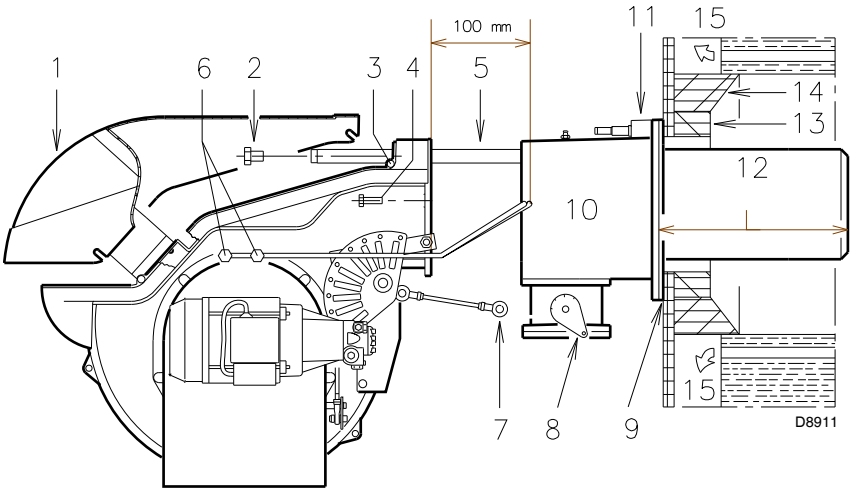
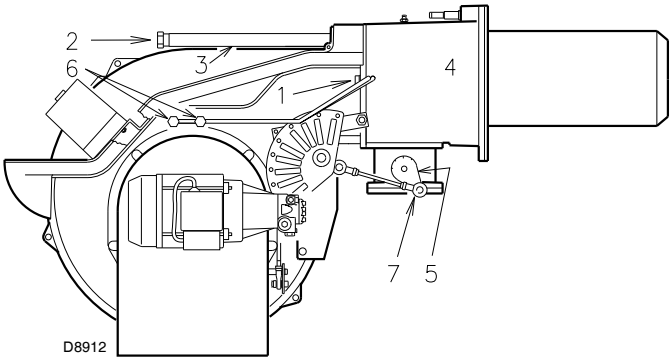

Fig. 10
Fig. 15
For boilers with front flue passes 15)(Fig. 10) or flame inversion chambers, protective fettling in refractory material 13) must be inserted between the boiler fettling 14) and the blast tube 12).
For boilers having a water-cooled front the refractory fettling 13)-14)(Fig. 10) is not required unless it is expressly requested by the boiler manufacturer.
- ➤ disconnect the hoses by unscrewing the two connectors 6)(Fig. 10).
- ➤ Refit the burner to the slide bars 3)(Fig. 15) at approximately 100 mm from the sleeve 4) - burner positioned as shown in Fig. 10 at page 16.
- ➤ Insert the ignition electrode cables and then slide the burner up to the sleeve so that it is positioned as shown in Fig. 15.
- ➤ Refit screws 2)(Fig. 15) on slide bars 3).